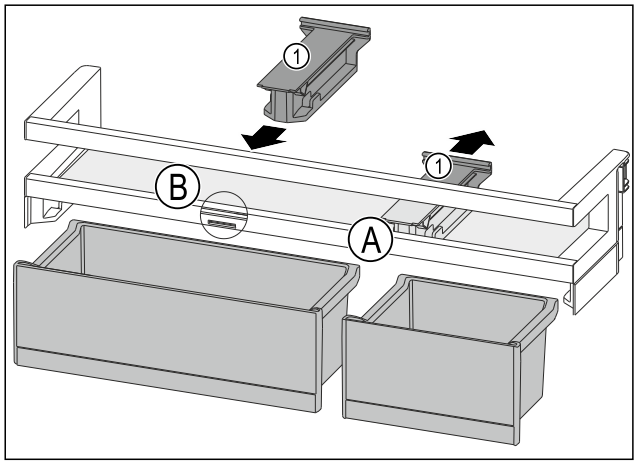

Fig. 147
▶ Držák *Fig. 147 (1)* v poloze *Fig. 147 (A)* stáhněte dozadu.
▶ Držák *Fig. 147 (1)* vložte v poloze *Fig. 147 (B)*.